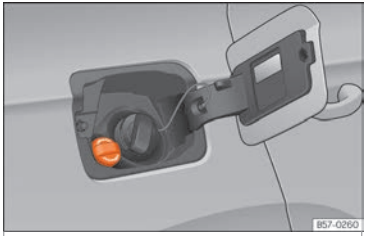

Fig. 237 Bouchon de la goulotte de remplissage du réservoir d'AdBlue.
- Ouvrez la trappe à carburant ››› fig. 237.
- Dévissez le bouchon de l'orifice de remplissage de SCR ››› fig. 237.